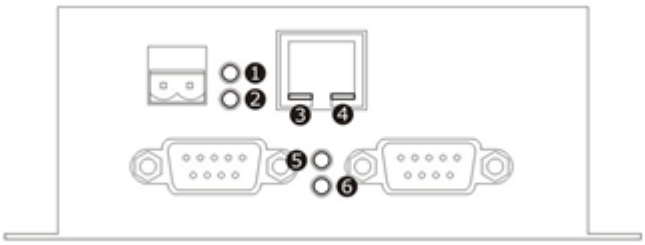

Fig. 6 LEDs on Commander
The Commander MODE LED (Fig. 6, item 1) will illuminate green to indicate a healthy power.